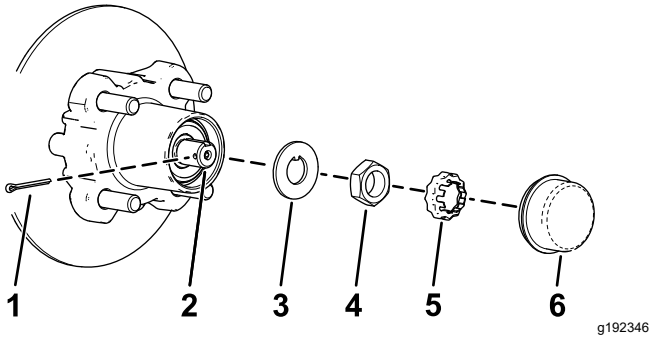
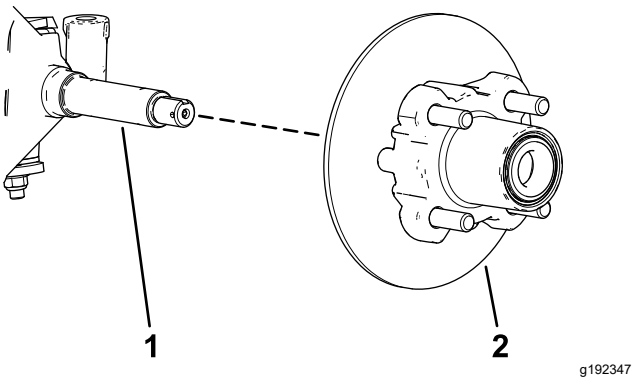

Figuur 36
Figuur 37
4. Verwijder de stofkap van de naaf (Figuur 36).
5. Verwijder de borgpen en de moerzekering van de as en de asmoer (Figuur 36).
6. Verwijder de asmoer van de as, en verwijder de naaf en de rotor van de as (Figuur 36 en Figuur 37).